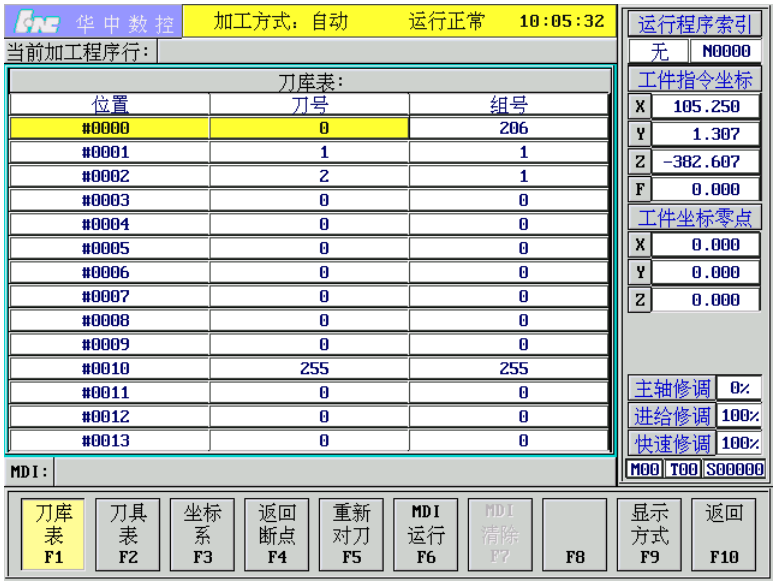

图 4.2.1 刀库表的修改
(1) 在 MDI 功能子菜单下(图 4. 0. 1)按 **F1** 键，进行刀库设置，图形显示窗口将出现刀库数据，如图 4.2.1 所示；